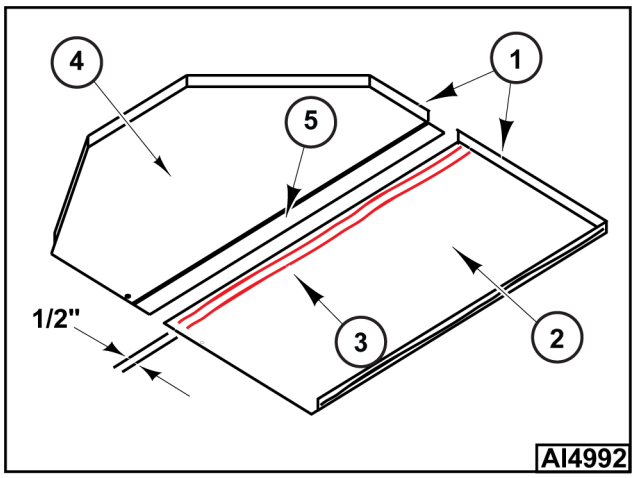

Fig. 46
4. Run a bead of high temp red silicone on the entire outer edge of both floor panels (1, Fig. 46).
5. Install floor panel without offset (2, Fig. 46). Flange goes up.
6. Run two beads of high temp red silicone (3, Fig. 46) on flange of floor panel without offset.
7. Install remaining floor panel (4, Fig. 46) with offset (5, Fig. 46). Flange goes up. This floor panel fits over the floor panel without offset.